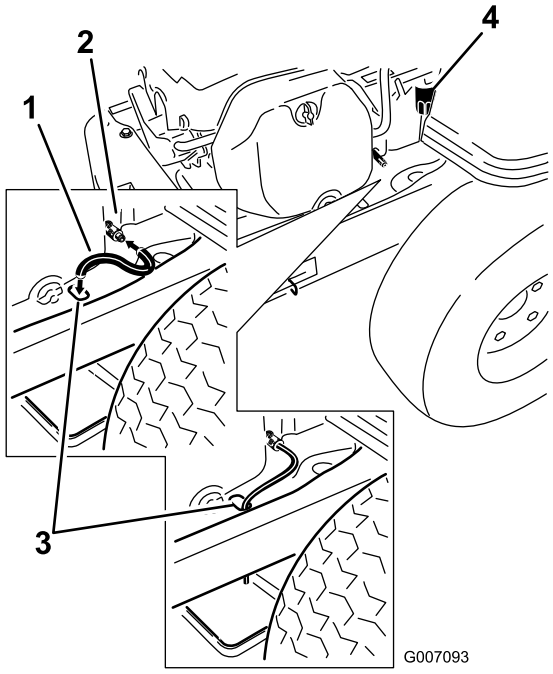

Figuur 37
5. Ga naar de olieaftapslang en schuif deze over de aftapkraan (Figuur 37).
6. Plaats het andere uiteinde van de olieaftapslang over het uiteinde van het frame (Figuur 37).